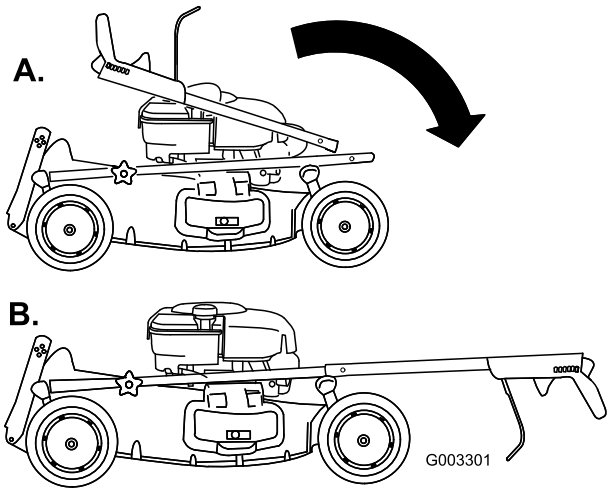

Figur 3
2. Flytt forsiktig det øverste håndtaket forover og plasser endene over det nedre håndtaket slik at de er på linje og hviler mot hverandre; (Figur 3).